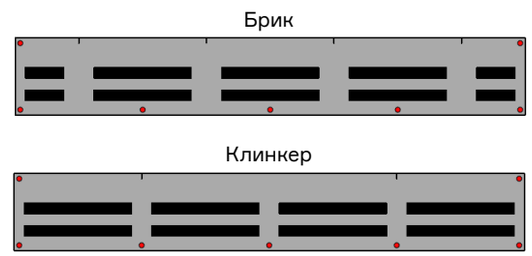

Рис. 9. Схема крепления стартовой полосы.
7.1.4 Крепление стартовой полосы осуществляется на кровельные гвозди (тип 1, таблица №1) по схеме, приведенной на рис. 9.